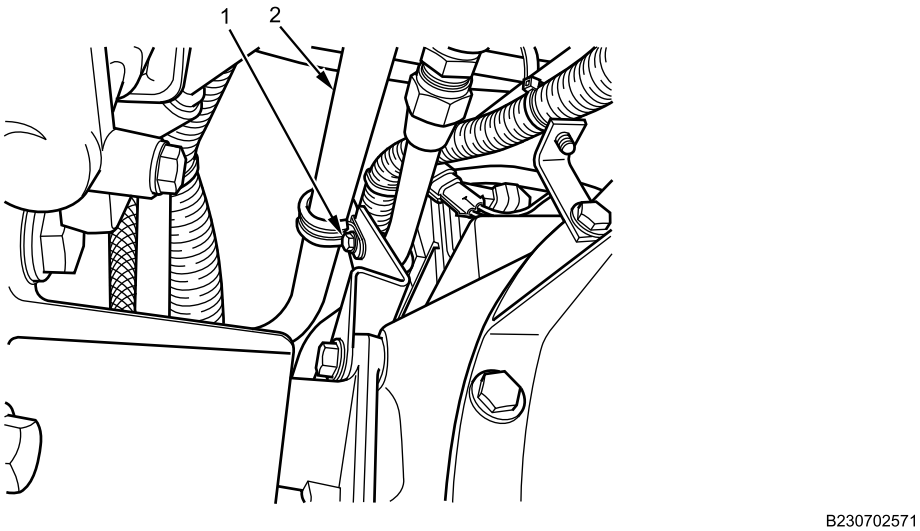

Figure 32. Upper Retainer.
22. Install bolt and nut (Figure 32, Item 1) securing upper dipstick tube retainer (Figure 32, Item 2) and tighten securely.